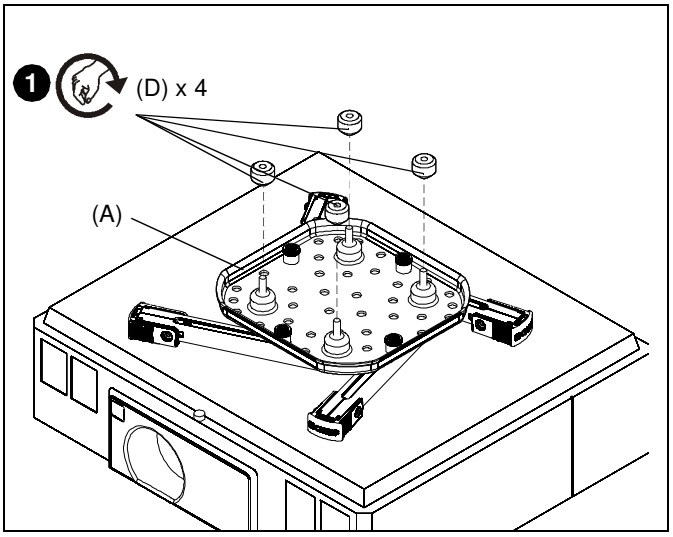

Abb. 8
1. Bei einer SSBU montieren Sie vier Flügelmuttern (D) ein Stück weit auf die Schrauben der SSBU-Hauptplatte. (Siehe Abb. 8)